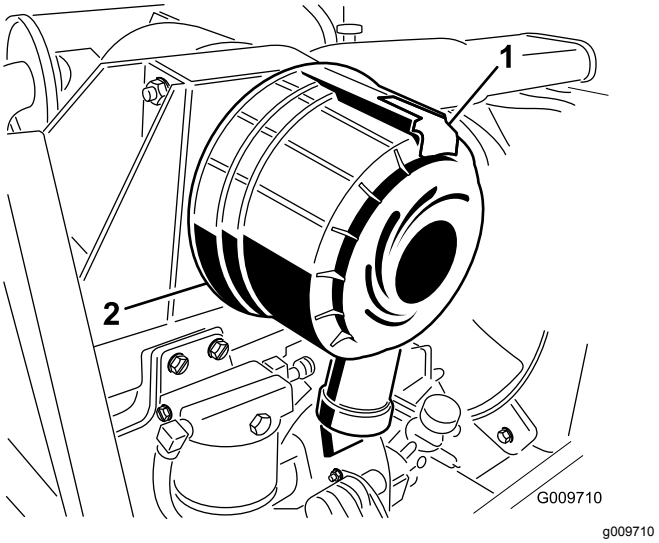

Rysunek 50
1. Pociągnij zatrzask na zewnątrz i obróć osłonę filtra powietrza w lewo (Rysunek 50).